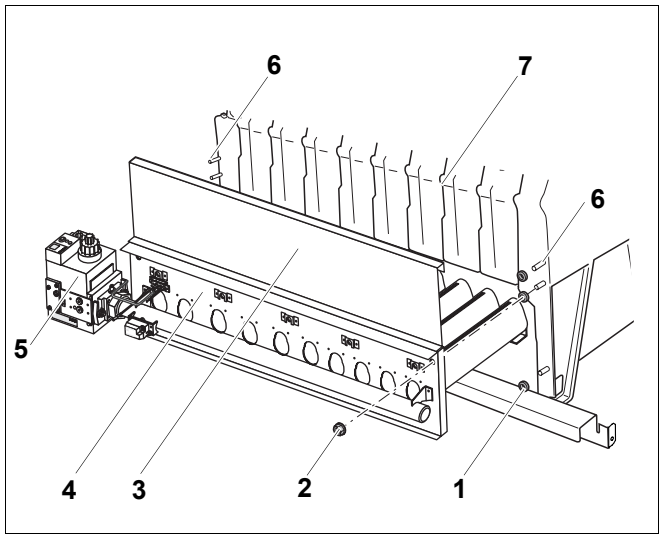

Rys. 44 Montaż palnika gazowego
- Nałożyć element dystansowy (rys. 44, **poz. 1**) na śruby dwustronne (rys. 44, **poz. 6**) kotła grzewczego.
- Zawiesić pokrywę wyczystkową (rys. 44, **poz. 3**) nad tabliczką znamionową palnika (rys. 44, **poz. 4**) na żebro żeliwne (rys. 44, **poz. 7**) bloku kotła.
- Wsunąć palnik gazowy do komory spalania (rys. 44). Armatura gazowa (rys. 44, **poz. 5**) musi się znajdować z tyłu kotła grzewczego.
- Zamocować palnik gazowy (rys. 44) nakrętkami z włożonymi podkładkami (rys. 44, **poz. 2**) na śruby dwustronne (rys. 44, **poz. 6**).